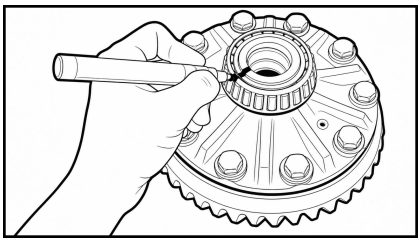
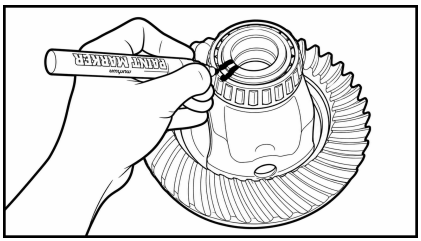

Рис. 3
Рис. 4
1.10 Промаркируйте внутренние обоймы подшипников, которые будут использоваться повторно: одна метка — со стороны ведомой шестерни, две метки - с противоположной стороны. Это необходимо для того, чтобы каждая повторно используемая внутренняя обойма подшипника была установлена с той же стороны, что и соответствующая ей наружняя обойма, оставшаяся в картере и крышке моста. (**Рис. 3**, **Рис. 4**)